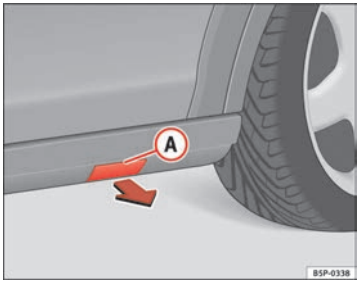

Fig. 181 Plastic sill panel trim with jack allotment cover
– Remove the cap (A) to access the anchor point for the vehicle jack ⇒ fig. 181.
– Pull on the cover and remove it from its allotment in the direction of the arrow ⇒ fig. 181.